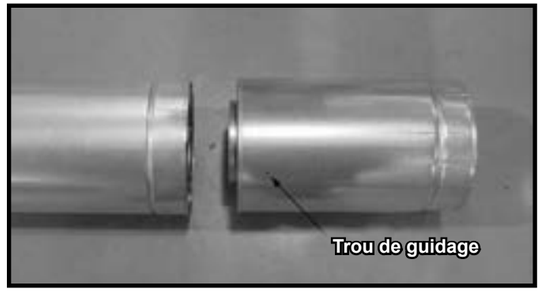

Figure 7.3 Trous de guidage de la section coulissante
- Glissez le col intérieur de la section coulissante dans la section intérieure de tuyau et la conduite extérieure de la section coulissante par dessus la section extérieure du tuyau. Voir la figure 7.3.